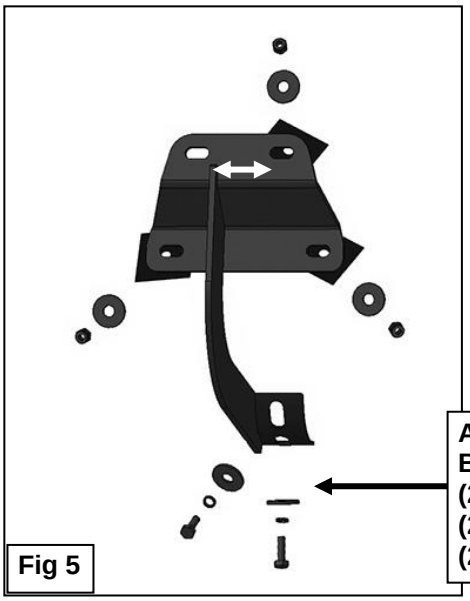

Fig 5
4. Repeat **Steps 1—3** to install the (2) remaining center and rear passenger side Brackets.
5. Select the passenger/right Sidebar. Carefully position the Sidebar onto the (3) Mounting Brackets. **IMPORTANT**: Do not slide, (front to back or rotate), the Sidebar on the Brackets or damage to the finish on the Sidebar may result. Attach the Sidebar to the Mounting Brackets with (6) 8mm x 25mm Hex Bolts, (6) 8mm Lock Washers and (6) 8mm Flat Washers, **(Figure 5)**. Do not tighten hardware.